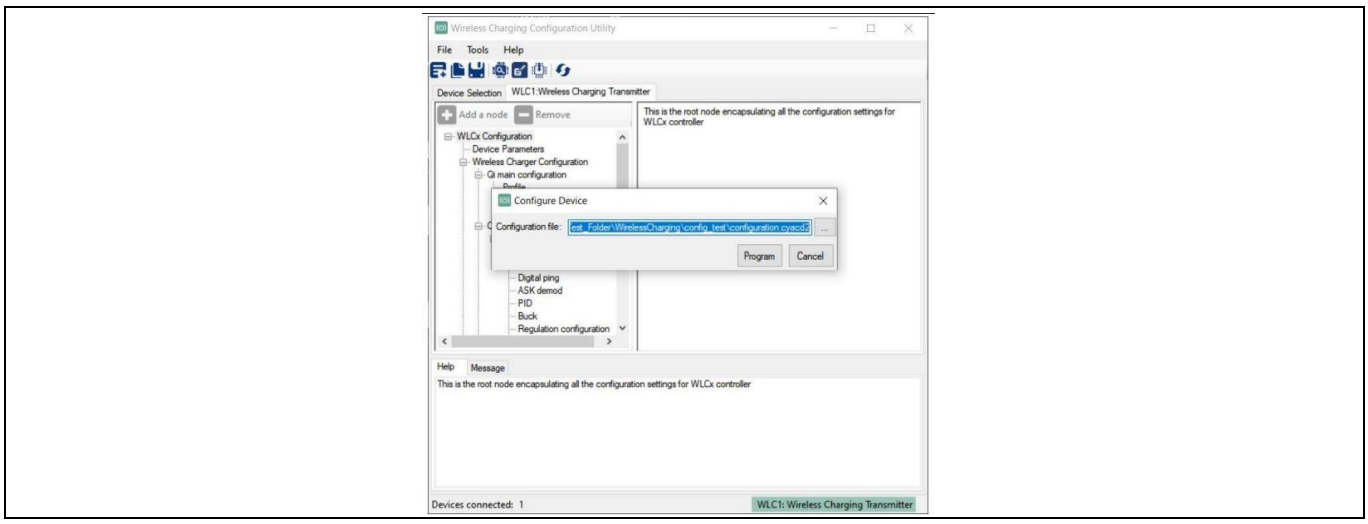

Figure 17 Device configuration dialog
h) In the **Configure Device** dialog box, specify the path of the updated configuration file and click **Program**, as shown in **Figure 17**.